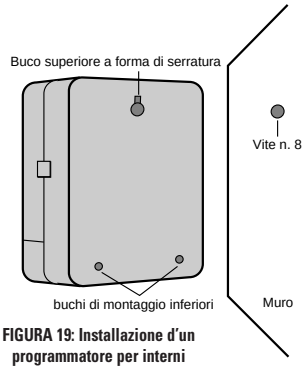

FIGURA 19: Installazione d'un programmatore per interni
- Avvitare una vite No. 8 in ognuno dei due fori sulla parte inferiore della scatola nella parete **[vedere Figura 19]**.